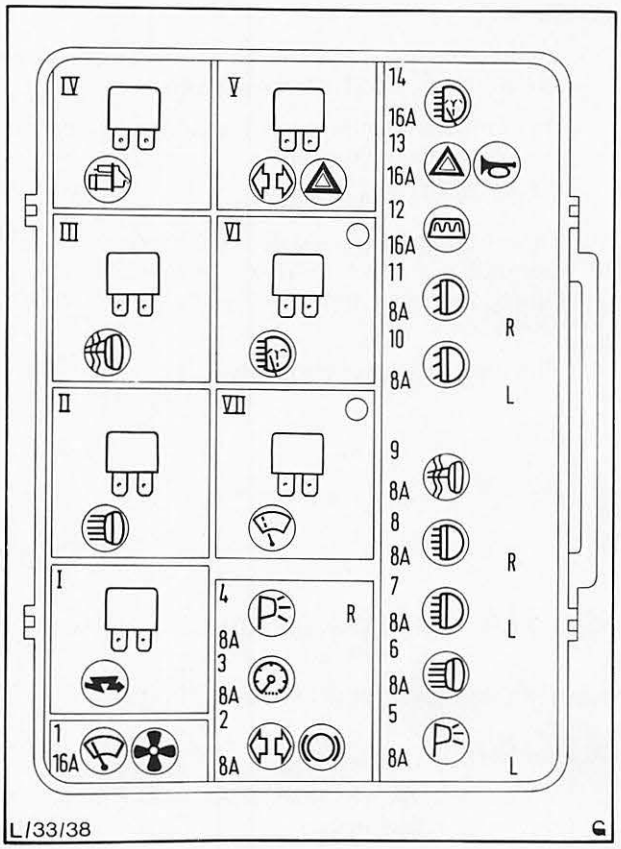

Abb. 36 Symbole am Deckel vom Hauptsicherungs-/Relaiskasten (Motorraum)
3. Entsprechendes Relais, unter Beachtung der Symbole auf dem Deckel, ausbauen, Abb. 36.